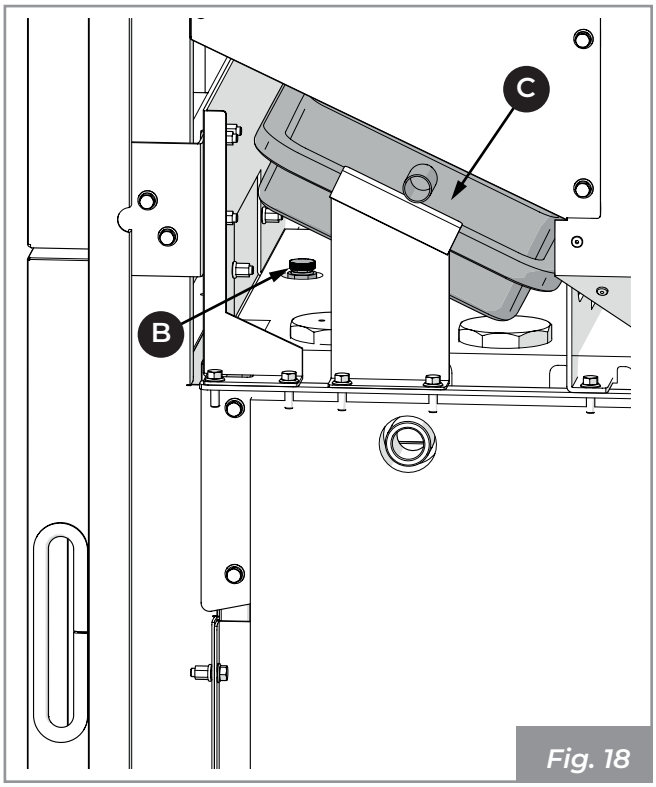

Fig. 18
1) Brancher une conduite d'eau provenant de l'aqueduc au raccord d'alimentation (**K**), ouvrir la vanne d'évent (**B**) (**Fig. 18**), ouvrir le robinet d'alimentation (**O**), en laissant couler l'eau jusqu'à ce que l'appareil soit complètement rempli. Fermer le reniflard et attendre l'obtention de la pression minimum de service (**1 bar**), qui peut être contrôlée à l'aide du manomètre dont la chaudière est munie.
Ouvrir alors la vanne d'évent (**B**) (**Fig. 18**), ouvrir le robinet de bypass présent sur la vanne anti-condensat (**N**), en laissant couler l'eau de l'installation jusqu'au remplissage de la chaudière. Fermer le reniflard et attendre l'obtention de la pression minimum de service (**1 bar**), qui peut être contrôlée à l'aide du manomètre dont la chaudière est munie.